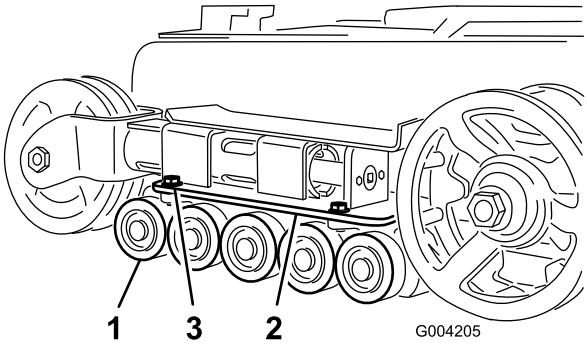

Figuur 48
2. Draai de 4 bouten los waarmee de onderste rupsbandgeleider met de wegwielen is bevestigd en verwijder de schroeven (Figuur 48).